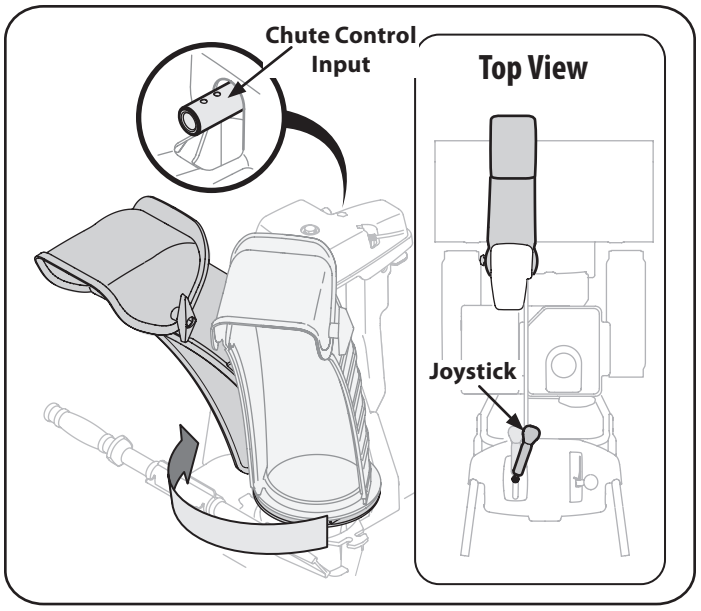

Figure 5
5. Squeeze the trigger on the handle panel joystick and rotate the chute by hand to face forward. The holes in the chute control input will be facing up. See Figure 5.
NOTE: The joystick will be angled slightly to the right. See Figures 5 & 6.